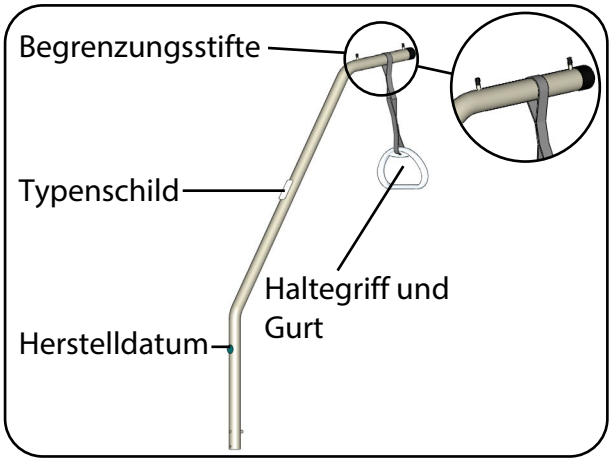

Abb. 6.6.02 – Aufrichter mit Haltegriff und Gurt
4. Positionieren Sie die Halteschlaufe des Gurtes zwischen den beiden Begrenzungsstiften am Aufrichter (Abb. 6.6.02).